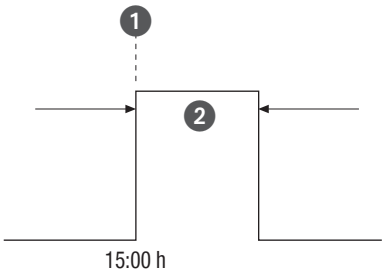

Bild 31: Impulskoppling
- (Bild 31/1) starttid
- (Bild 31/2) period = koppling PÅ